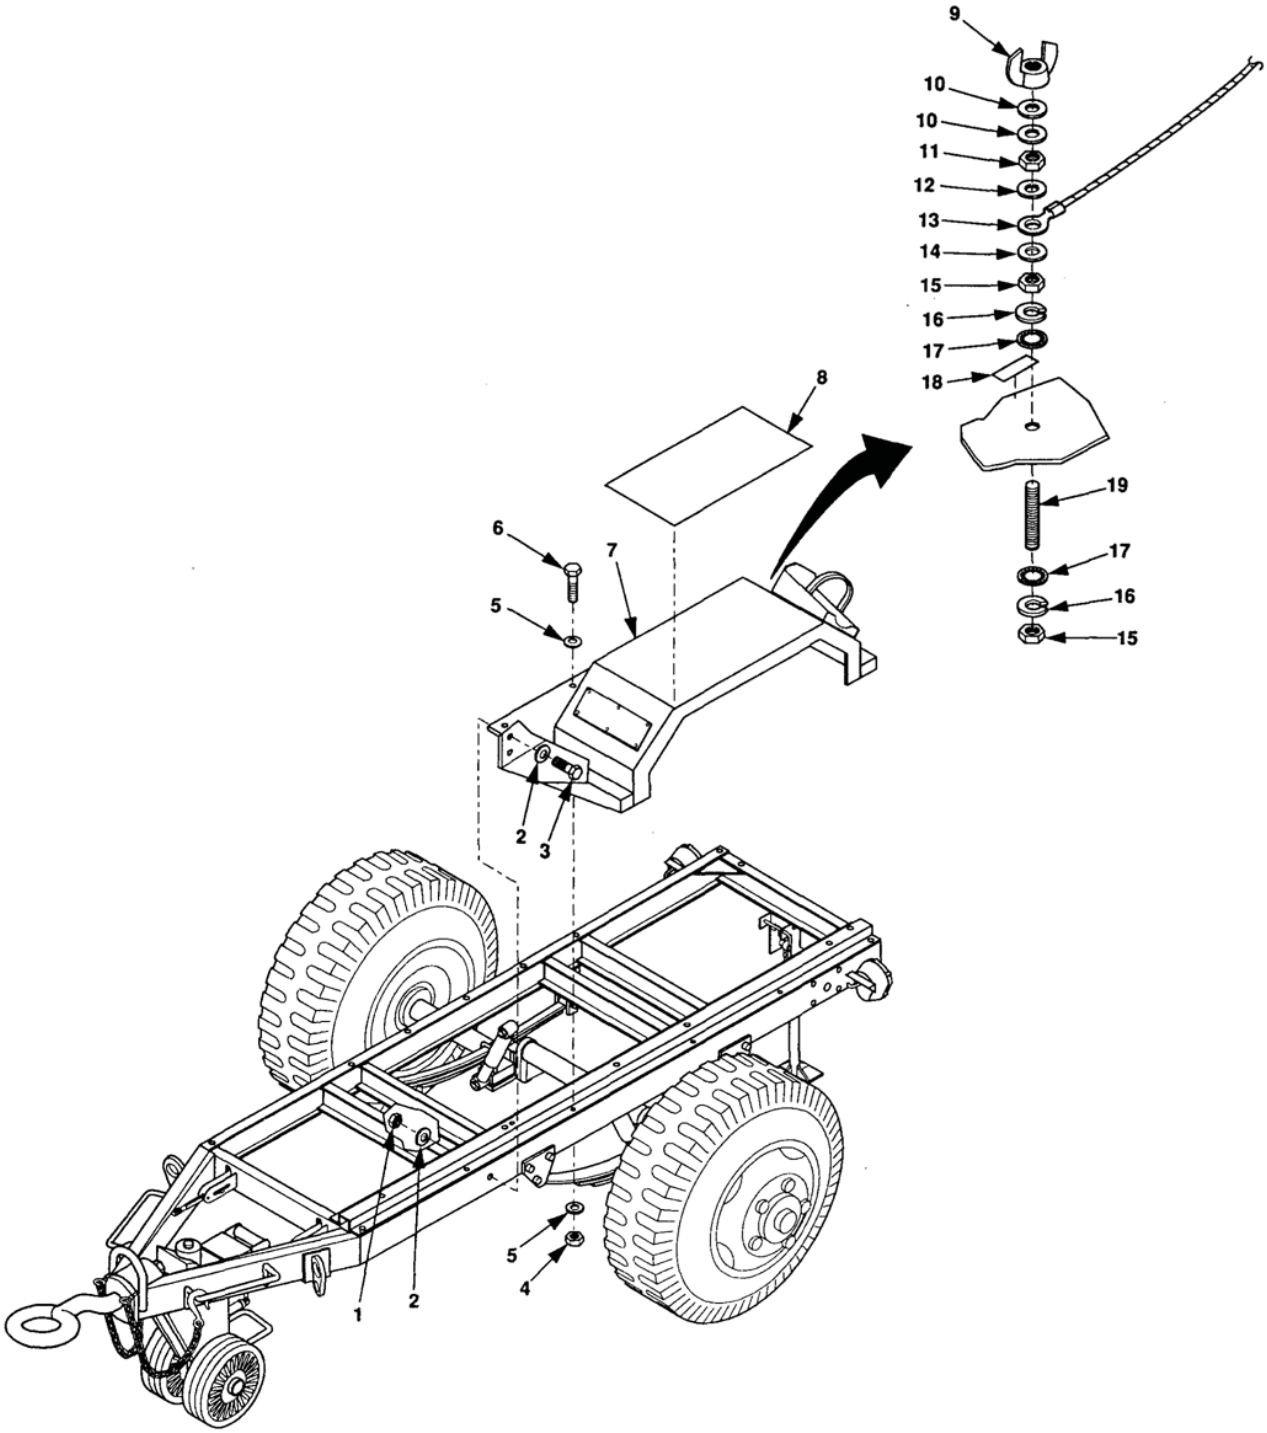

Figure 1. AN/MJQ-37 and AN/MJQ-38 Fender Replacement.
1. Remove wing nut (Figure 1, Item 9), two flat washers (10), nut (1), flat washer (12), ground cable (13), and flat washer (14).
Repair is limited to replacement of non-skid material (8). Refer to WP 0061, Figure 1.